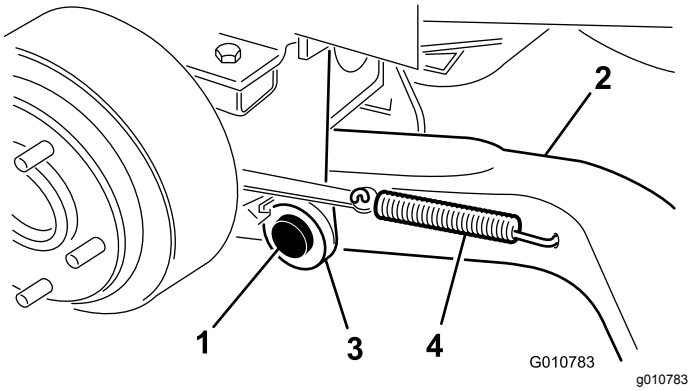

**Figur 5**
4. Monter en løftearm (med kugleledsenden placeret udad) på drejebeslaget med en drejetap og en split (5/32 x 1-3/4 tommer) (Figur 5).
5. Monter bagsiden af løftearmen på løftecylinderen med en drejetap og (2) splitter (leveres med traktionsenheden).
6. Hægt bremsens returfjeder til hullet i løftearmen (Figur 5).